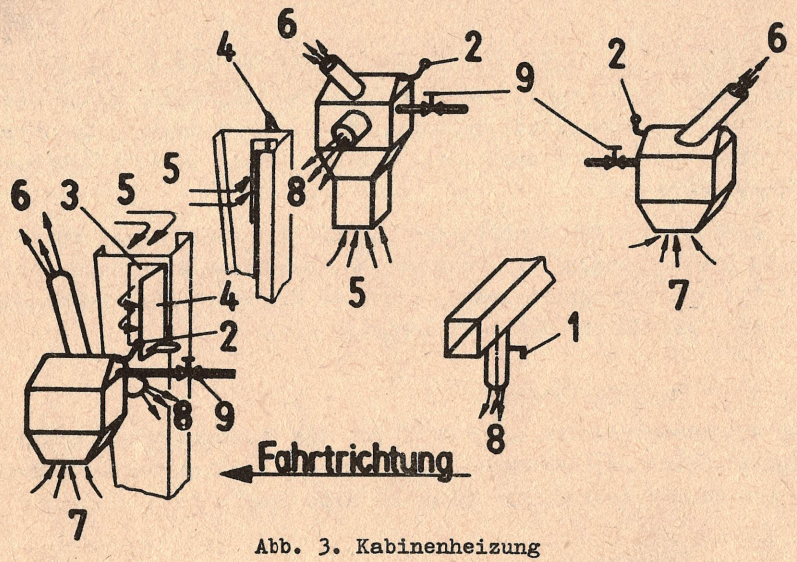

Abb. 3. Kabinenheizung
5.3.11. Kabinenheizung und Belüftung (siehe Abb. 3)